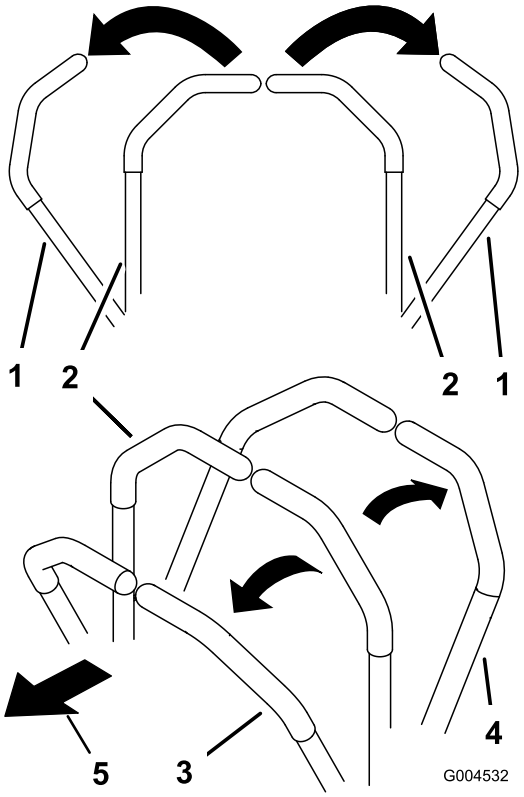

Figur 17
3. Skyv kontrollspakene forsiktig forover for å gå fremover (Figur 17).
Legg likt trykk på begge kontrollspakene for å gå rett (Figur 17).
Når du skal svinge reduserer du trykket på kontrollspaken i den retningen du ønsker å svinge (Figur 17).
2. Skyv kontrollspakene forsiktig bakover for å gå bakover (Figur 17).